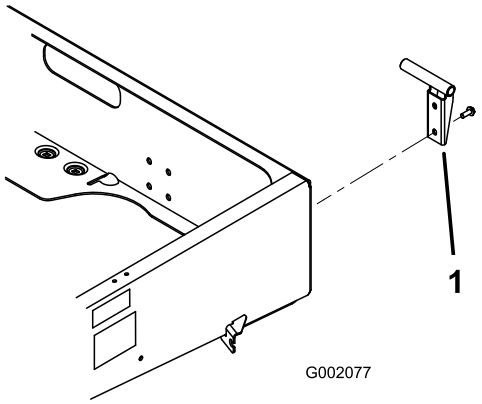

Figur 8
2. Monter det venstre aksebeslag på det bageste, venstre hjørne af stellet med 2 skruer med flangehoved (3/8 x 1 tomme). Placer beslaget som vist i Figur 8.